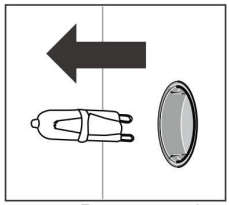

Рисунок 6
3. Извлеките лампу и замените её на аналогичную (см. рисунок 6).